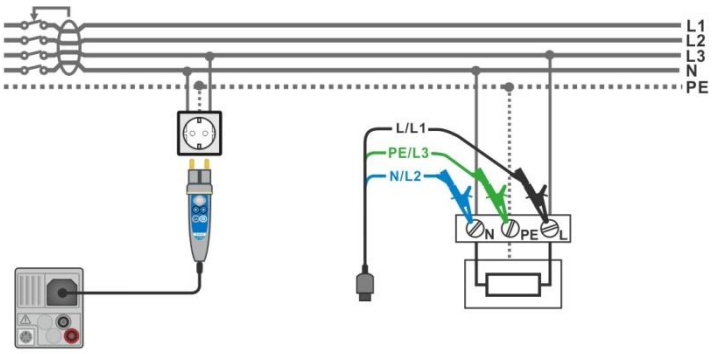

Figure 4.37: Connection of Plug commander and 3-wire test lead
- Connect test leads or Plug commander to the object under test, see ***Figure 4.37***.